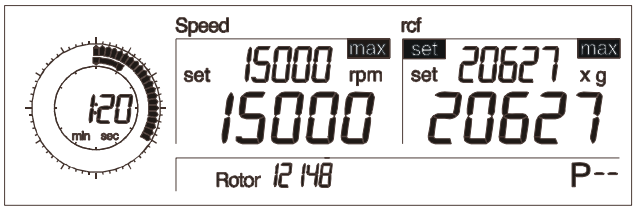

Fig. 5.14:
- Turn the left rotary knob until “set” appears in front of the parameter “rcf” on the display (Fig. 5.14).